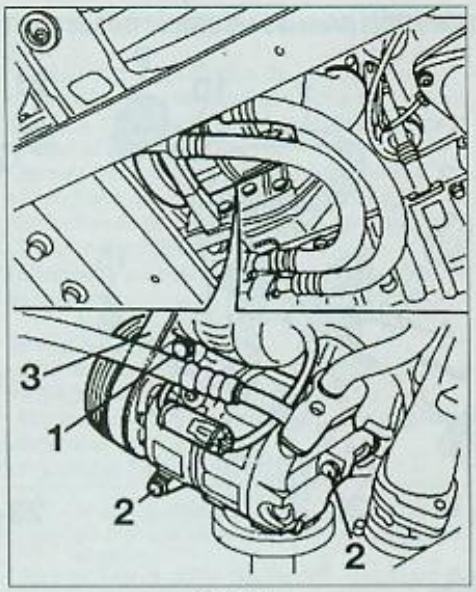

FIG. 17
• Couper la courroie secondaire (3).
• Desserrer, sans la déposer, la vis (1) du compresseur **(Fig.17)**.
• Déposer les vis (2).
• À l'aide d'un cric hydraulique, repositionner correctement le compresseur de climatisation puis reposer les vis (2).